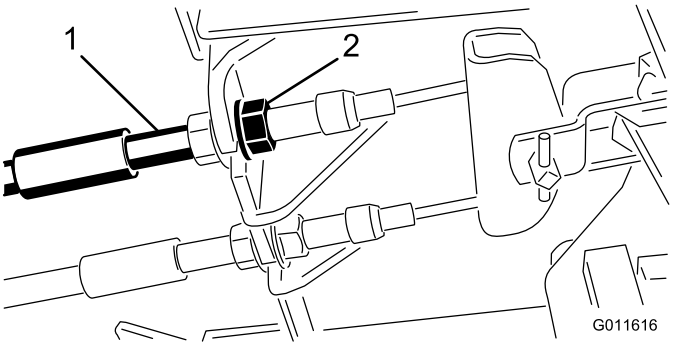

Figur 47
1. Dra åt bromsarna genom att lossa den främre muttern på bromskabelns gängade ände för att minska bromspedalernas spel (Figur 47).